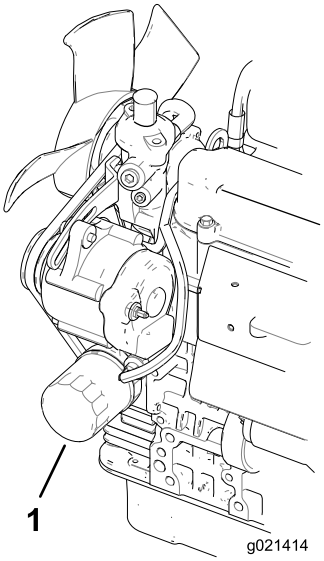

Figur 52
2. Ta av oljefilteret (Figur 52). Stryk et tynt lag med ren olje på den nye filterforseglingen før du skrur den på. **Ikke stram for mye.**